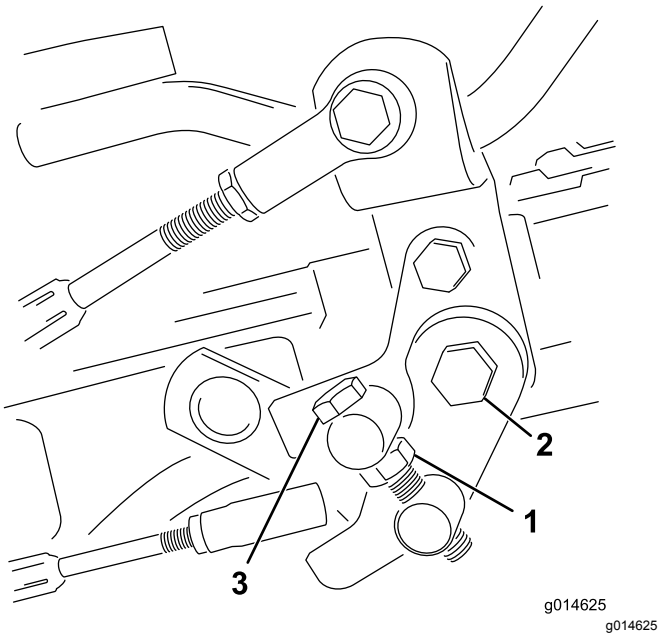

Figuur 48
1. Draai de contramoer op de draaitapbout los (Figuur 48).
om de afstelling te vergrendelen (Figuur 48). Controleer de afstelling en stel nogmaals af indien dit nodig is.